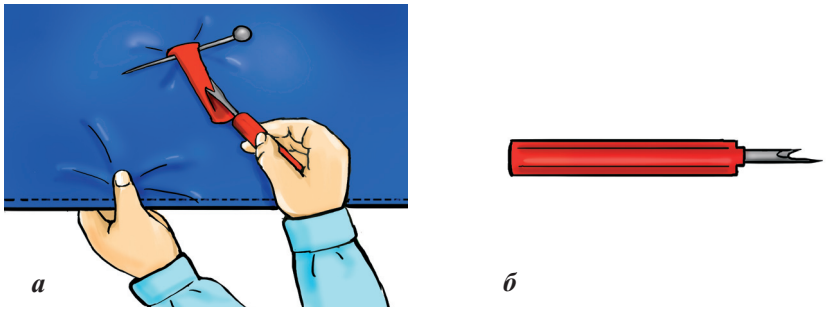

Рис. 5. *а – прорезание петли; б – нож-распарыватель*
9. Прорезают петлю посередине специальным ножом-распарывателем *(рис. 5, а, б)*. Для этого ткань снимается из-под иглы и делается прорезь в петле с помощью ножа-распарывателя.